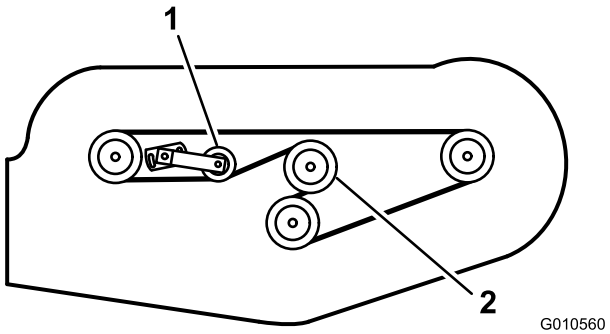

Figuur 31
6. Bevestig de nieuwe riem rond de poelie van de tandwielkast, de spanpoelies, de stationairpoelie en de verstelbare spanpoelie (Figuur 31).